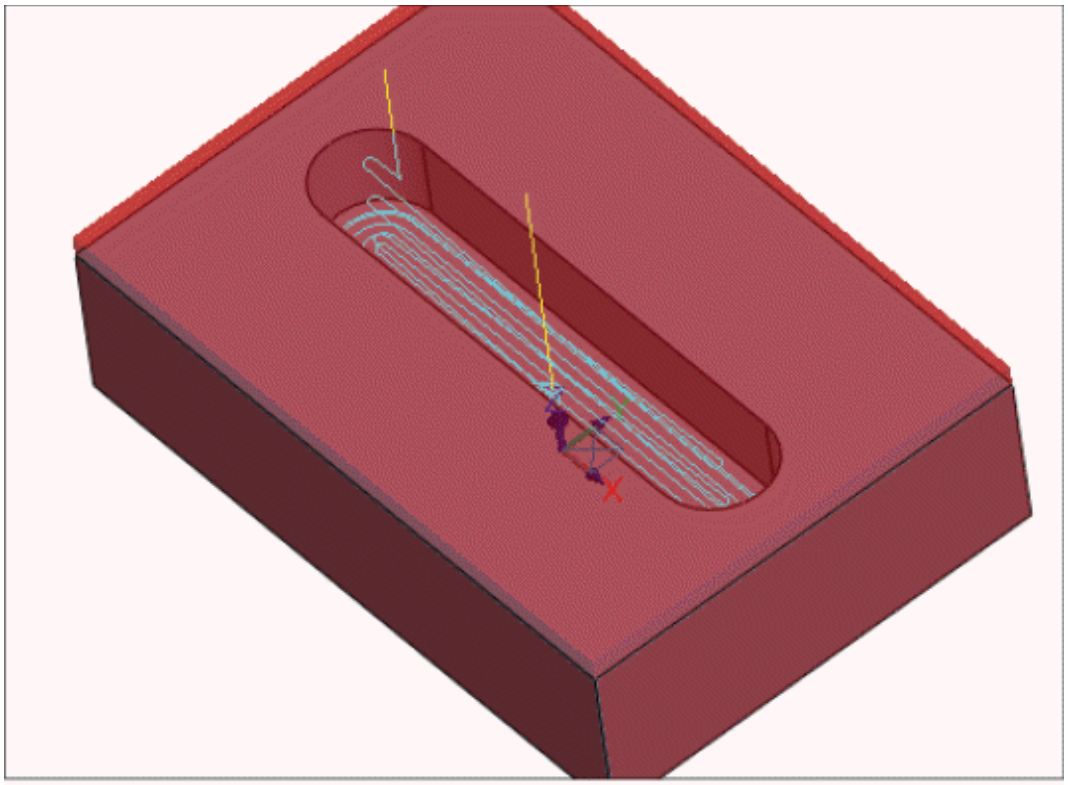

Figure-58. Toolpath for slot
- Specify other desired parameters and click on the **OK** button from the dialog box. The toolpath will be generated; refer to Figure-58.